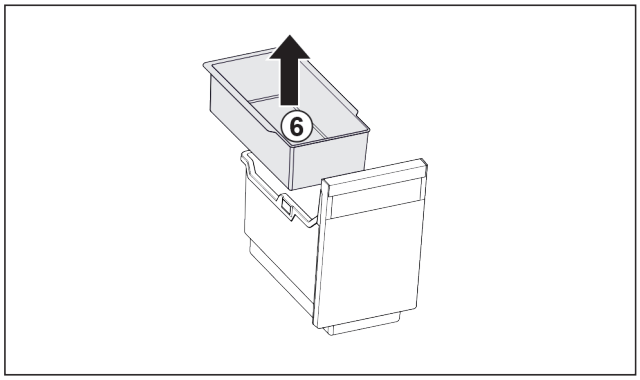

*Fig. 170*
▶ Extrageți tava suspendată *Fig. 170 (6)*.